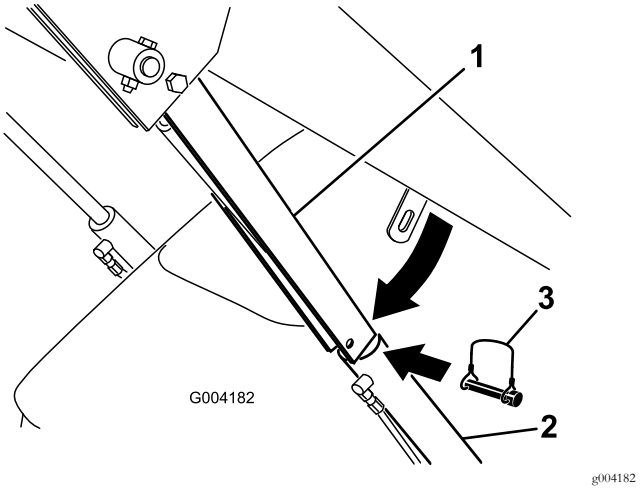

**Rysunek 24**
4. Wyjmij zawleczkę mocującą blokadę siłownika do ramion ładowarki (Rysunek 24).
5. Opuść blokadę siłownika nad tłoczysko siłownika i unieruchom ją za pomocą zawleczki (Rysunek 24).